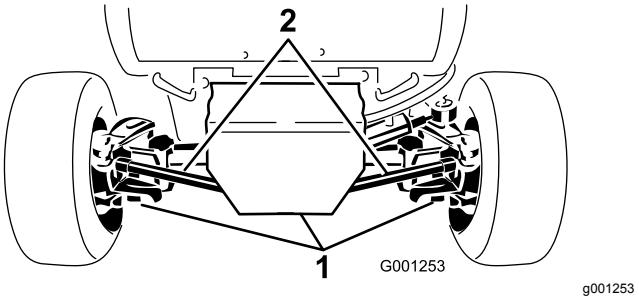

Figur 61
2. Rengör området runt de tre avtappningspluggarna (Figur 61).